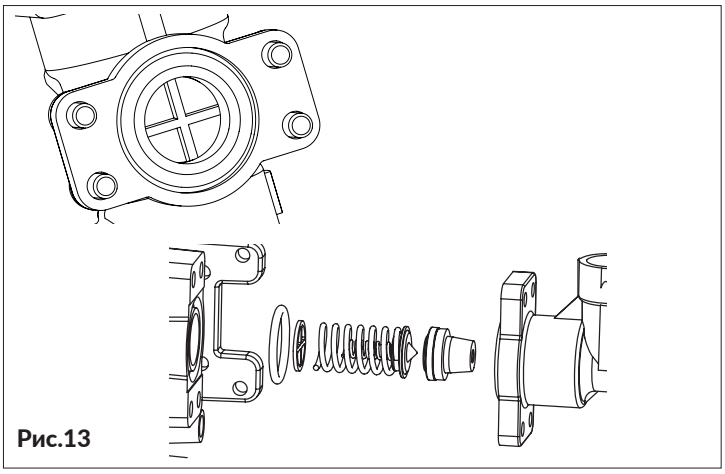

Рис.13
- вставить клапан и большую пружину, следя за тем, чтобы вращающийся диск направляющей пружины был правильно установлен (рис. 13);